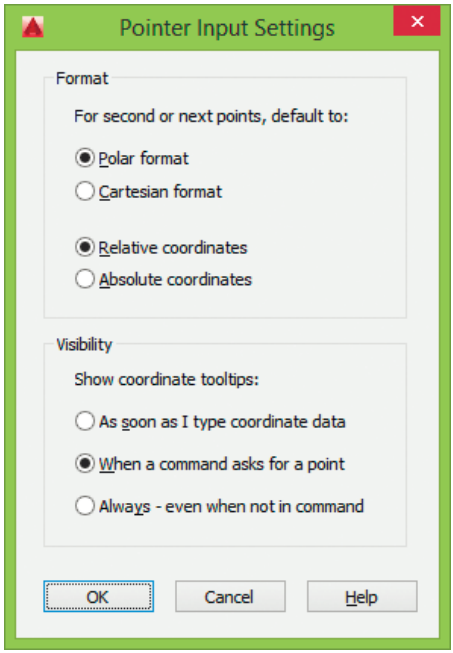

Рис. 4.2. Диалоговое окно настройки параметров ввода с помощью мыши
- В области **Pointer Input** кнопкой **Settings...** загружается диалоговое окно **Pointer Input Settings** (рис. 4.2), позволяющее настроить параметры ввода с помощью мыши: